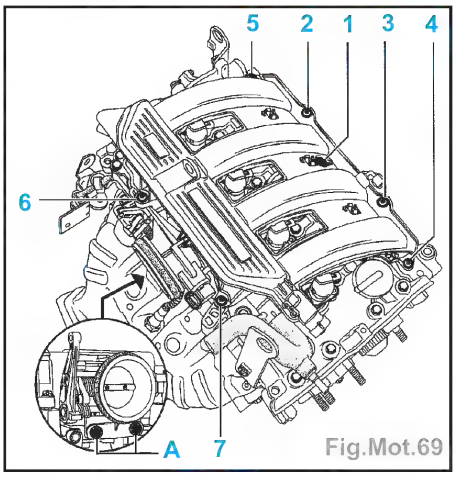

Fig.Mot.69
- le répartiteur d'admission (équipé de joints neufs) en le serrant au couple de 0,9 daN.m et dans l'ordre préconisé (Fig.Mot.69),
- le boîtier papillon en serrant les vis (A) au couple de 1,3 daN.m,